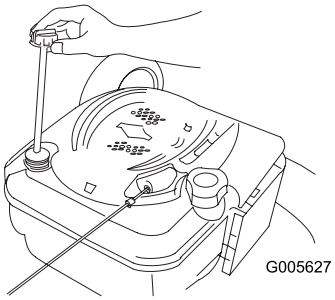

Figur 33
4. Hæld **langsomt** olie i oliepåfyldningsrøret, indtil oliestanden når op til linjen Full (fuld) på målepinden (Figur 33). **Fyld ikke for meget på.** (Påfyld maks.: 0,59 l, type: SAE 30W selvrensende olie med API-serviceklassifikation SF, SG, SH, SJ, SL eller højere.)